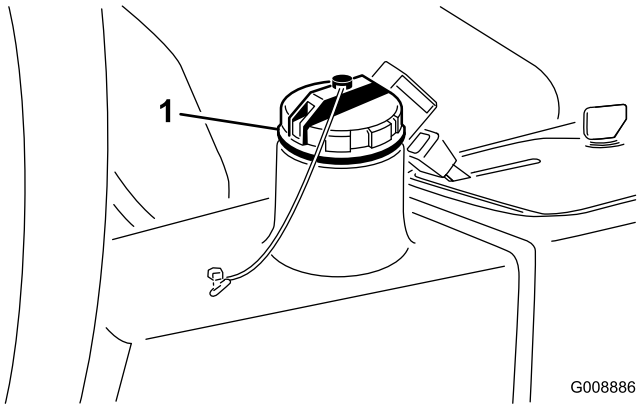

Figur 58
3. Fyll tanken (Figur 58) med ca 22,7 liter hydraulvätska; se avsnittet Kontrollera hydraulsystemet.